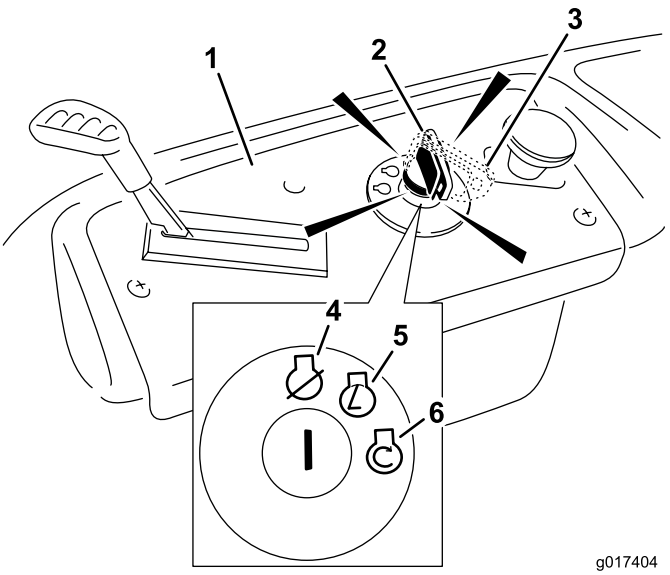

Figur 14
4. Vrid tändningsnyckeln till Start för att sätta igång motorn (Figur 14).
5. Tryck ned chokereglaget när motorn har startat (Figur 14).
3. Vrid tändningsnyckeln till det avslagna läget (Figur 14) och ta ut nyckeln.